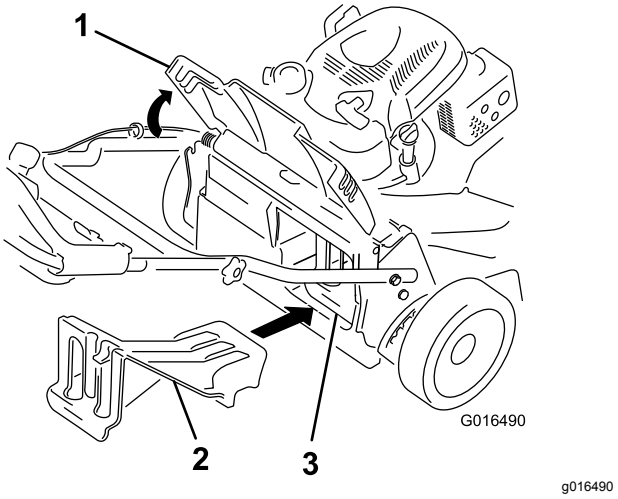

Figur 25
- Om inte den bakre utkastarpluggen har monterats så tar du tag i dess handtag, öppnar den bakre luckan och för in pluggen i den bakre utkastaren tills spärren låses på plats, se Figur 25.
Viktigt: **Kontrollera att den bakre utkastarpluggen sitter på plats innan du mullar ned klippet (Figur 25).**